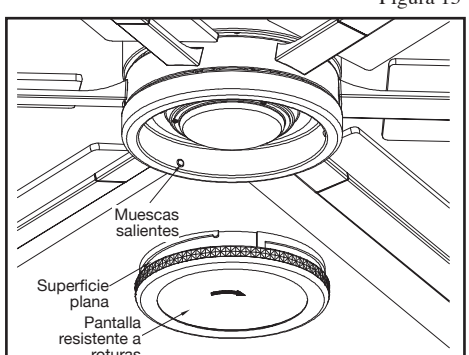

Figura 16
5. Coloca la pantalla resistente a roturas dentro de la carcasa kit de luces alineando las tres áreas planas en la parte superior de la pantalla resistente a roturas con las tres muescas salientes en la carcasa. Gira la pantalla resistente a roturas hacia la derecha hasta que se detenga. (Figura 16)